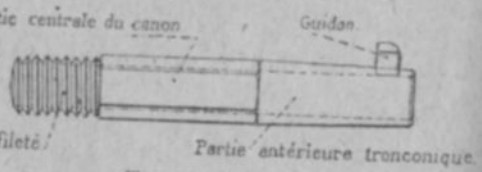

Fig. 2. — Canon.
47. Extérieur (fig. 2) : la partie antérieure tronconique portant le *guidon* à grain d'orge; la partie centrale; les *pans;* la partie antérieure du porte-baguette; le *bouton fileté* qui se visse dans l'écrou de la carcasse, se termine par un petit tronc de cône, et fait saillie dans la cage du barillet.